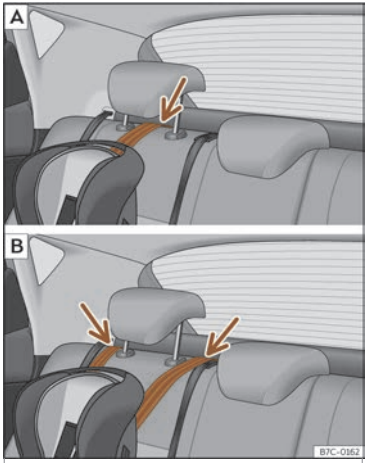

Fig. 27 Asentos traseiros:axuste e montaxe en función do cinto Top Tether.
- Coloque a correa por debaixo do repousacabezas do asento posterior››› **fig. 27** (en función das instrucións do propio asento, levante ou retire o repousacabezas se fose necesario).